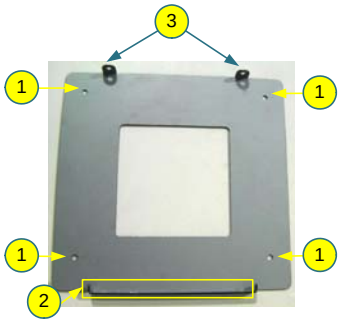

Figure 5-19: Control Module's Mounting Bracket
Step 1. Set up the skids with spacing that matches the spacing measurements for the holes in the **Control Module**'s mounting bracket **(1)**. Refer to **Figure 5-19** above.